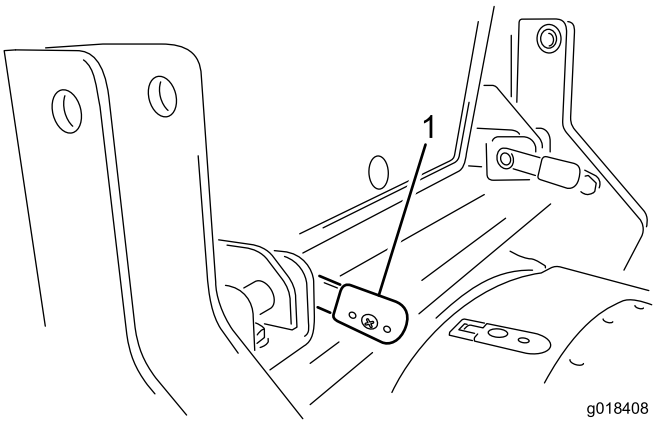

Figura 16
3. Dopo avere inserito completamente le leve, ruotatele all'indietro per bloccarle in posizione (Figura 16).